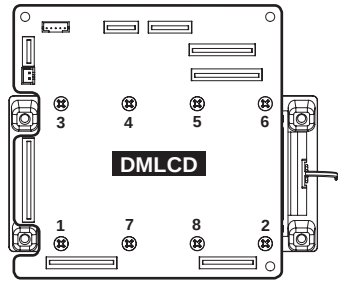

Fig.5（図5）
*** When installing the DMLCD circuit board, tighten the screws 1 through 8 in numerical order as shown in Fig.5. If the DMLCD circuit board is replaced, execute the "Factory Set" in the test program.**
※ DMLCD シートを取り付けるときは、図 5 の番号 1 ～ 8 の順にネジを締めてください。また、DMLCD シートを交換した場合は、テストプログラムの“Factory Set”を実行してください。